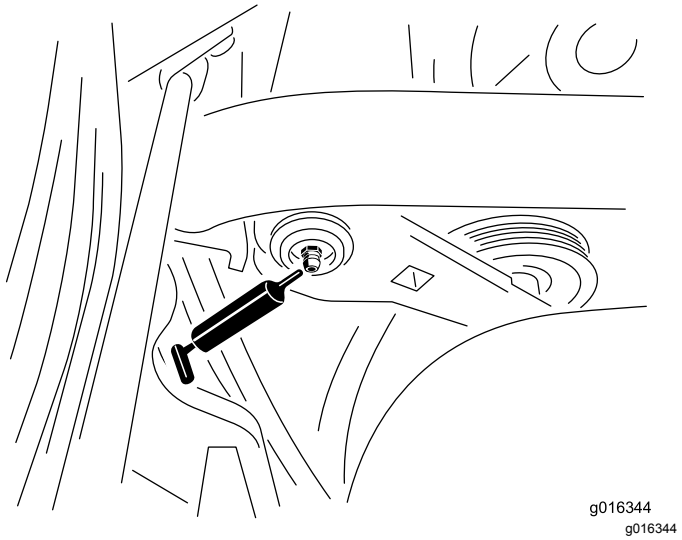

Figure 43
1. Essuyez le graisseur pour éviter que des impuretés ne pénètrent dans le roulement ou la bague (Figure 43).